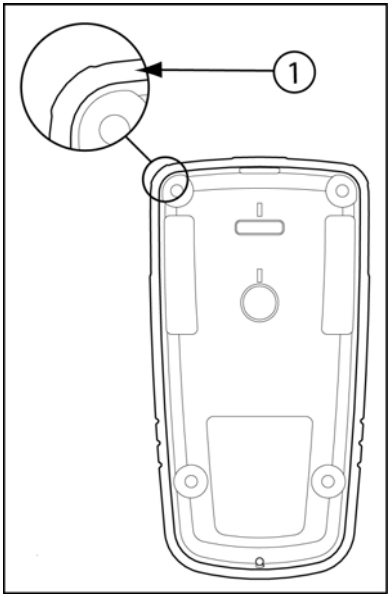

図 5 バックカバーシール
- ぬらした柔らかい布を使用して、フロントカバーとバックカバーのシールを拭きます。溶剤、石けん、クリーナーは使用しないでください。図 5 と 6 を参照してください。
- ぬらした柔らかい布を使用して、フロントカバーとバックカバーの縁周辺のシールを拭きます。溶剤、石けん、クリーナーは使用しないでください。図 5 と 6 を参照してください。